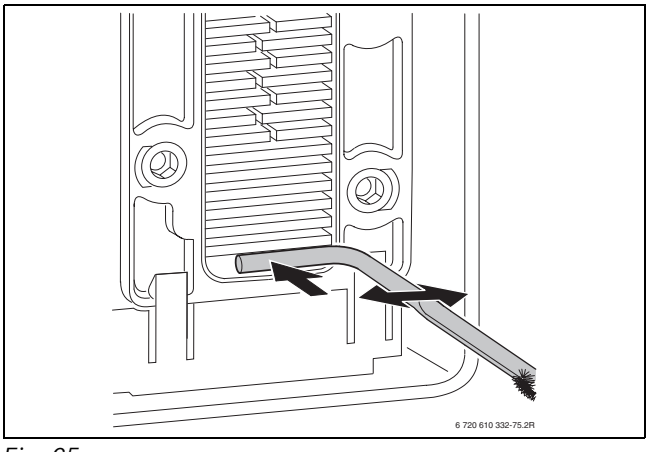

*Fig. 65*
- Pulire il convogliatore della condensa (con il manico della spazzola, fig. 65) e l'attacco del sifone.